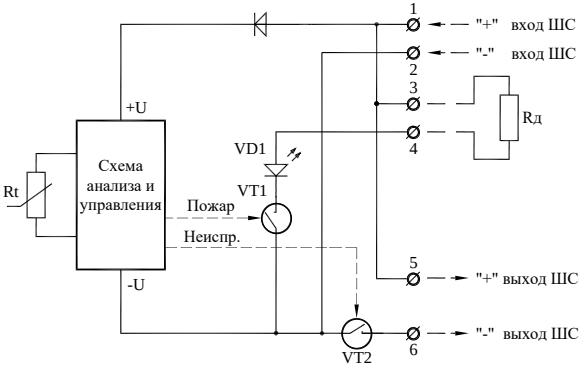

Рис. 4.1.
2.17 Внутренний транзисторный ключ VT2 (см. п.4.2, рис.4.1) извещателя может работать в одном из двух режимов:
Схема выходного каскада извещателя приведена на рис. 4.1.
Пользуясь схемой рис.4.1, соблюдая полярность, подключить к извещателю через миллиамперметр источник постоянного тока с напряжением 24 В. Ток по прибору и световая индикация извещателя должны соответствовать п.2.11.